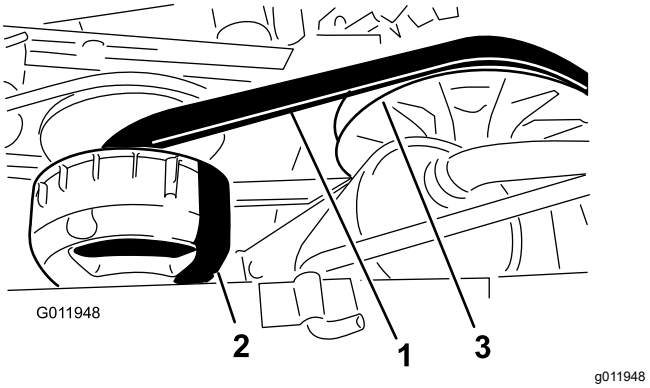

Figur 69
4. Vrid på remmen (Figur 69) och kontrollera om den är sliten eller skadad.
3. Vrid remmen och dra den över sekundärkopplingen (Figur 69).
4. Ta bort remmen från primärkopplingen (Figur 69).
5. Placera den nya remmen över primärkopplingen (Figur 69).
6. Vrid remmen och dra den över sekundärkopplingen (Figur 69).